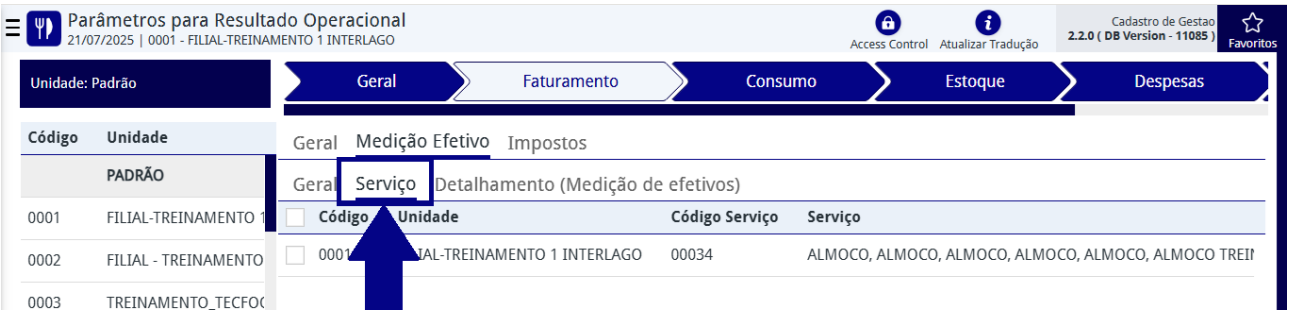

Figura 132: Guia Serviço
- **Para incluir serviços específicos:** Desmarque a opção **Considera todos os serviços da unidade**. Esta ação habilitará a guia **Serviço** (Figura 132), onde será necessário adicionar manualmente, por unidade, cada serviço que entrará no cálculo.